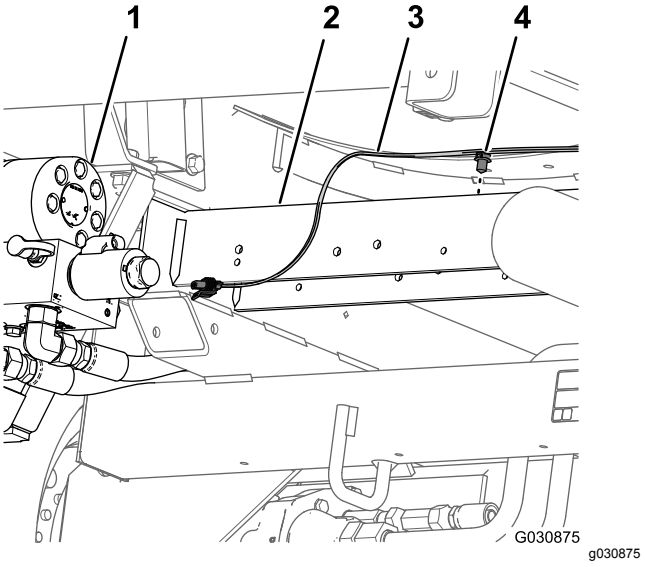

Figuur 41
6. Verwijder de bevestigingsplug waarmee de achterste kabelboom (Figuur 41) bevestigd is aan de openingen in de achterste dwarsbuis (achter de hydraulische tractiemotoren).